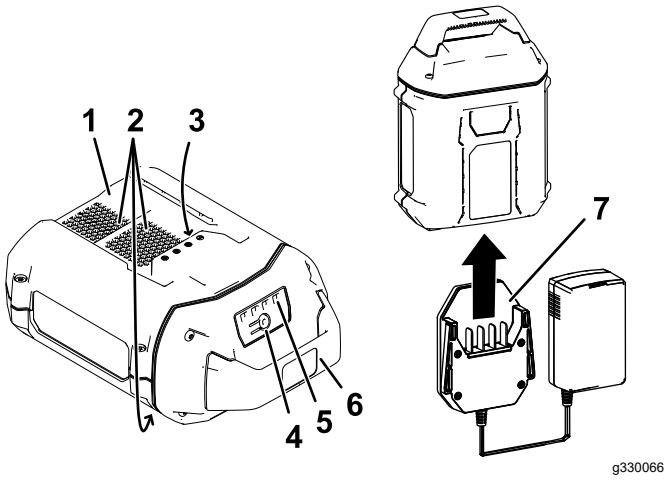

**Figure 10**
2. Alignez le chargeur sur la cavité au dos de la batterie (Figure 10).
3. Glissez le chargeur dans la batterie jusqu'à ce qu'il soit complètement enclenché (Figure 10).